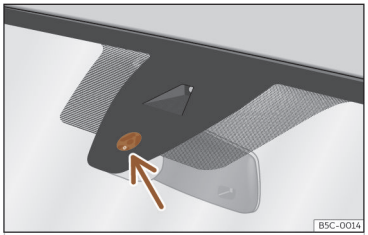

Abb. 105 Sensitive Fläche des Regensensors.
Mögliche Ursachen für Störungen und Fehlinterpretationen *im Bereich der sensitiven Fläche* ››› **(Abb. 105)** des Regensensors sind u.a.:
- **Schmutz**: Trockener Staub, Wachs, Scheibenbeschichtungen (Lotuseffekt) oder Waschmittelrückstände (Waschstraße) können den Regensensor tendenziell unempfindlicher machen oder später, langsamer oder gar nicht mehr reagieren lassen. Die Sensorfläche des Regensensors ››› **(Abb. 105)** (Pfeil) regelmäßig reinigen und die Scheibenwischerblätter auf Beschädigungen prüfen.